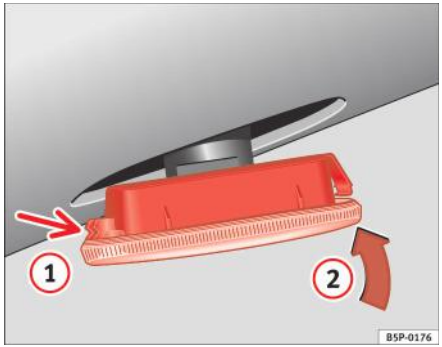

Fig. 173 Semnalizatorul de direcție
– Mai întâi, amplasați semnalizatorul în deschizătura din caroserie, apăsând dispozitivele de reținere în direcția indicată de ⇒ fig. 173 săgeata (1).
– Introduceți lampa în sensul indicat de săgeata (2) ⇒ fig. 173. ■